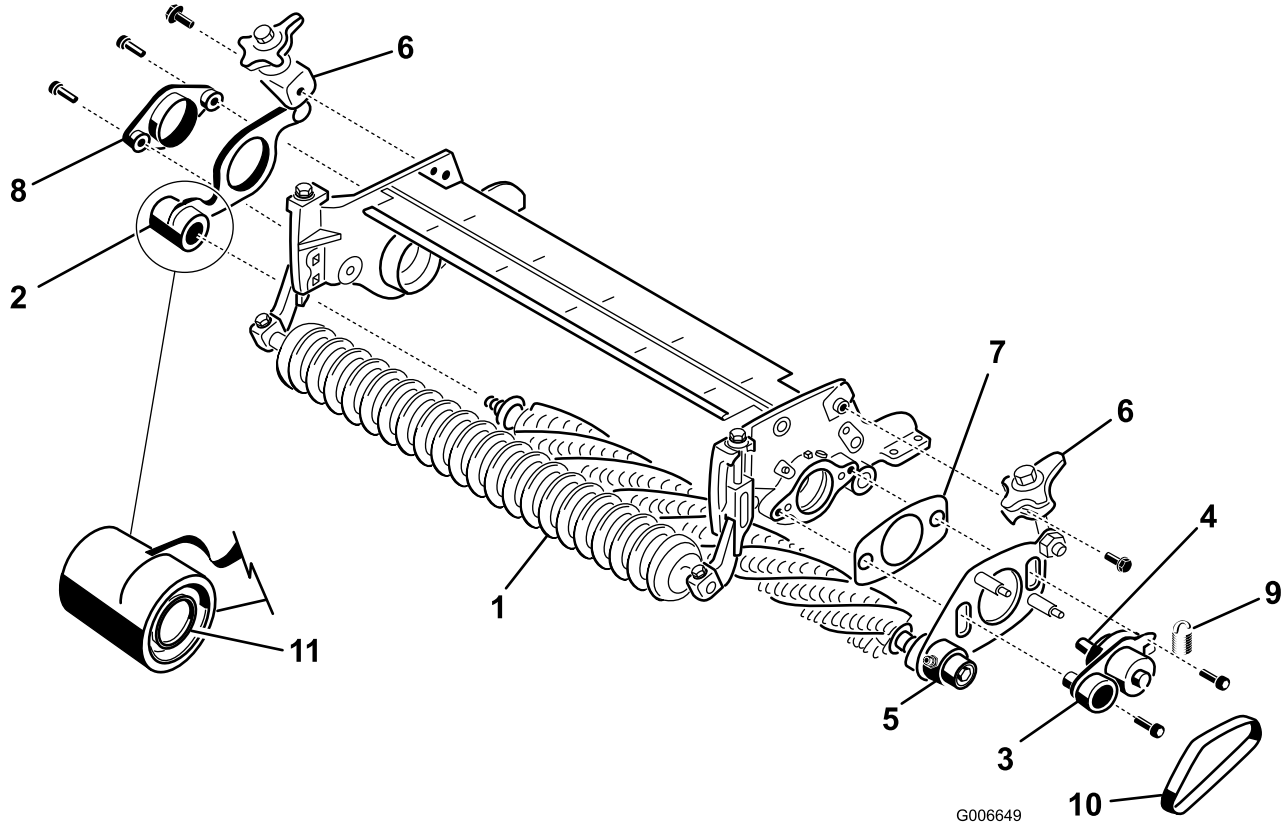

Figur 24
21. På **ikke-driv**-siden til trimsatsenheten, skyv trimsatsplaten av trimsatsakselenheten (Figur 24).
23. På driv-siden av klippeenheten, monter svingnavet, trimsatsplaten på drivsiden og mellomlegget til klippeenhetens sideplate med (to) 3/8 x 1 tomme sokkelhodeskruer (Figur 24). Påfør blå Loctite på skruegjengene før montering.
24. Monter ikke-drivtrimsatsplaten på trimsatsakselen (Figur 24). Pass på så du ikke slår av fjærtetningen.
25. Fest ikke-drivsvingnavet til klippeenhetens sideplate med (to) 3/8 x 1 tommer skruer (Figur 24). Påfør blå Loctite på skruegjengene før montering.
27. Monter hurtig-opp-hendelenheten på sideplatene med 3/8 x 3/4 tomme flenshodebolter (Figur 24).
28. Monter trimsatsremmen på remskivene (Figur 24). Pass på at ribbene på remmen sitter skikkelig i sporene på hver remskive.